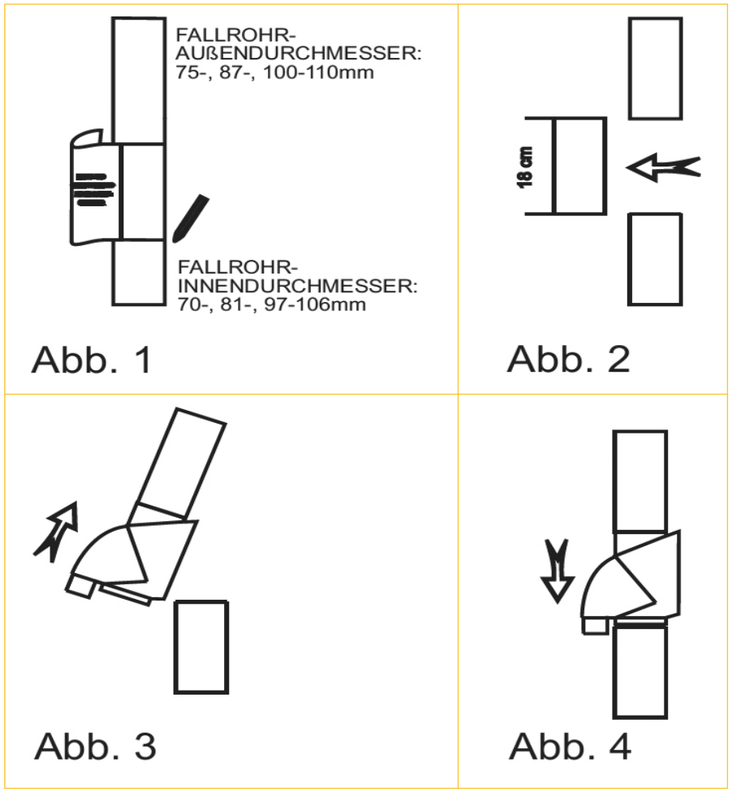

Abb. 1 Abb. 2 Abb. 3 Abb. 4
- Select installation height. When using the automatic fill-stop system, mark the height of the rain bins using a spirit level on the downpipe. Offset 9 cm upwards and downwards from this mark, add further markings. Use the installation instructions as a marking aid (see Fig. 1/2).
- Einbauhöhe auswählen. Bei Nutzung der Füll-Stop-Automatik die Höhe der Regentonne- mit Hilfe einer Wasserwaage am Fallrohr markieren. Von dieserMarkierung jeweils um 9 cm nach oben und unten versetzt weitereMarkierungen anbringen. Die Einbauanleitung als Markierhilfeverwenden (s. Abb. 1/2).